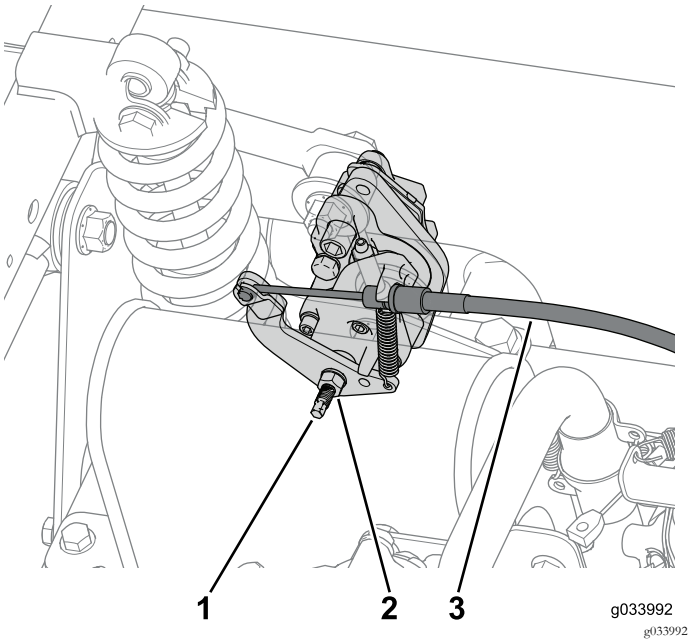

Figure 60
1. Desserrez l'écrou de blocage puis tournez la vis de réglage de 2 tours dans le sens antihoraire sur les deux étriers de freins arrière (Figure 60).
2. Débranchez le câble de frein de stationnement relié à chaque étrier de frein (Figure 60).